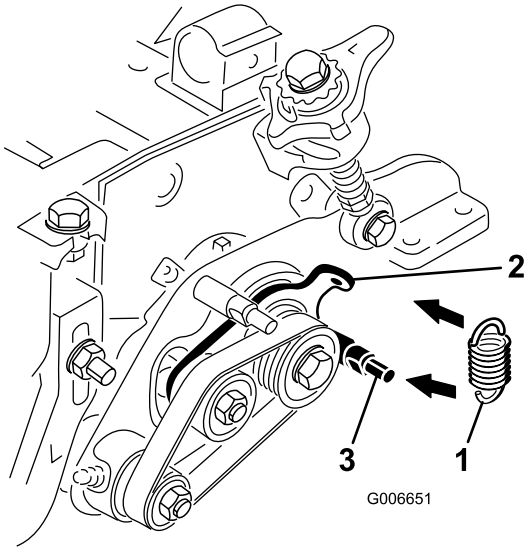

Figura 11
22. Agganciate la molla di tensione nel foro della linguetta della piastra intermedia e attorno alla scanalatura del prigioniero inferiore della piastra grooming (Figura 11). Posizionate il lato aperto del gancio della molla verso la puleggia di comando.